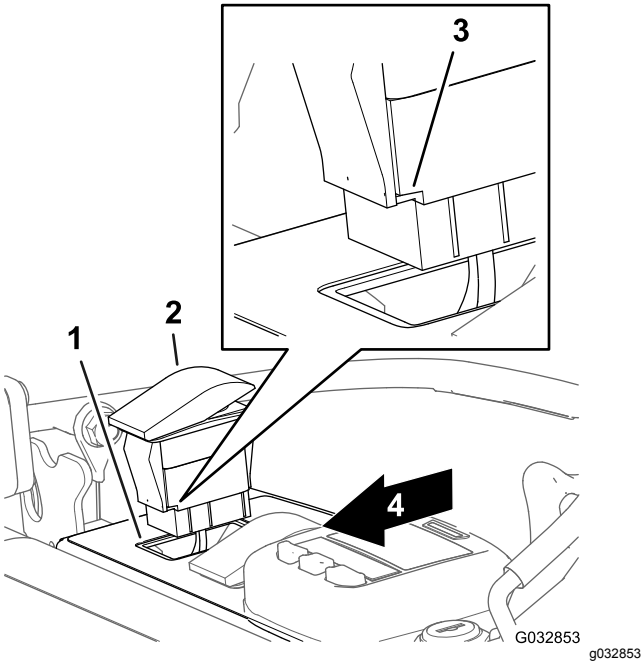

Figure 26
4. Align the switch so that the notch in the body of the switch is toward the back of the control panel (Figure 26).
5. Insert the switch into the opening in the control panel until the switch snaps securely into the panel (Figure 26).